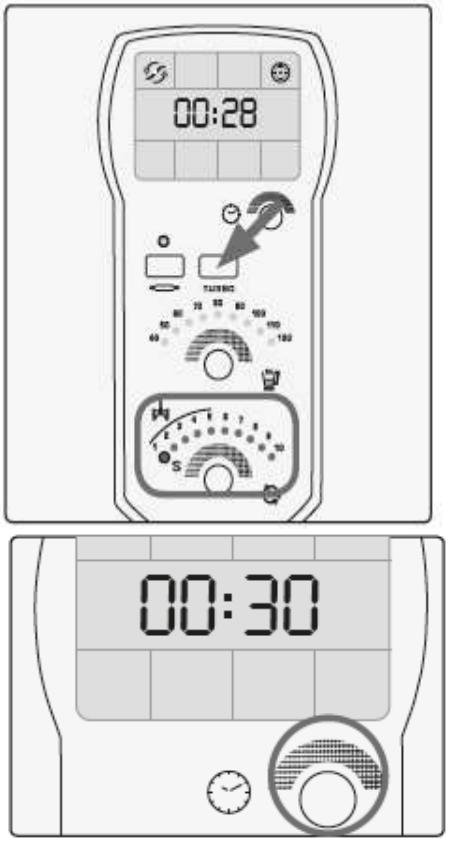

Рис. 36
1. **Выберите время.** Медленно поверните ручку регулятора времени вправо/влево, чтобы выбрать время работы (Рис. 36).